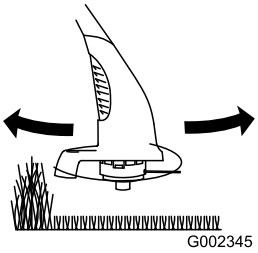

Figure 11
- Déplacez la débroussailleuse lentement à l'intérieur et à l'extérieur de la zone de travail (Figure 11).